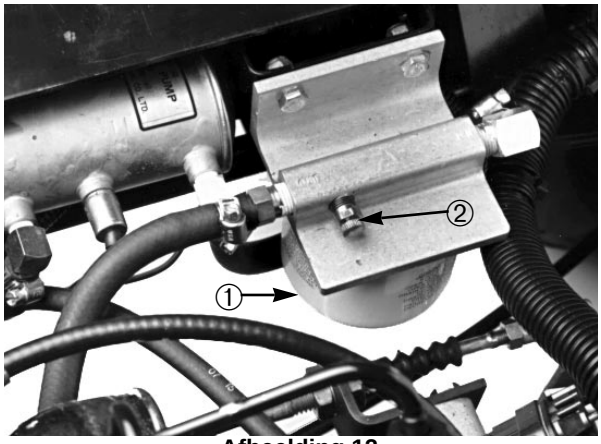

Afbeelding 12
1. Draai de ontluchtnippel bovenop de brandstoffilter/ waterafscheider los. (Zie Afb.12).